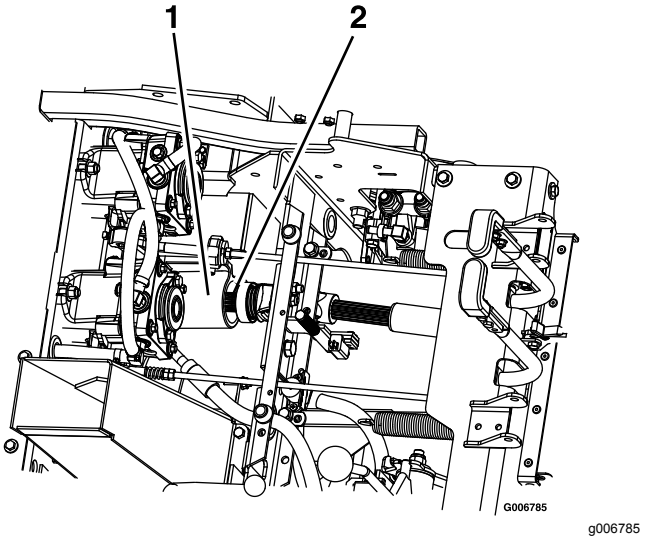

Figur 78
8. Lossa sätesspärren och koppla ur drivaxeln med snabbkopplingen på mellanaxeln (Figur 78).
4. Montera drivaxeln på mellanaxeln (Figur 78).